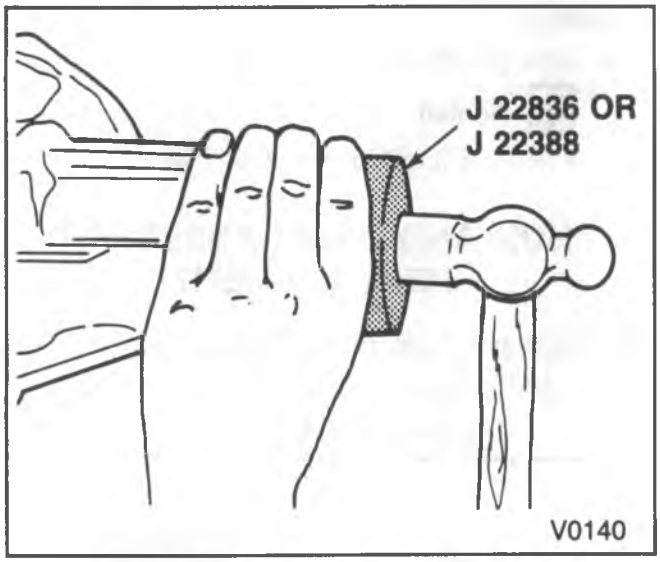

Figure 22—Installing the Pinion Seal
- Position the oil seal in the bore (figure 22).
- Use J 22836 for the 8 1/2-inch ring gear or J 22388 for the 9 1/2-inch ring gear to press the oil seal into the bore (figure 22).